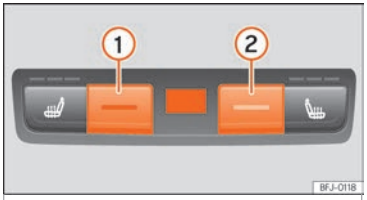

Fig. 148 Sur la console centrale arrière : commandes pour la banquette arrière.
- Appuyez sur les touches ① et ② ››› fig. 148 pour régler la température.